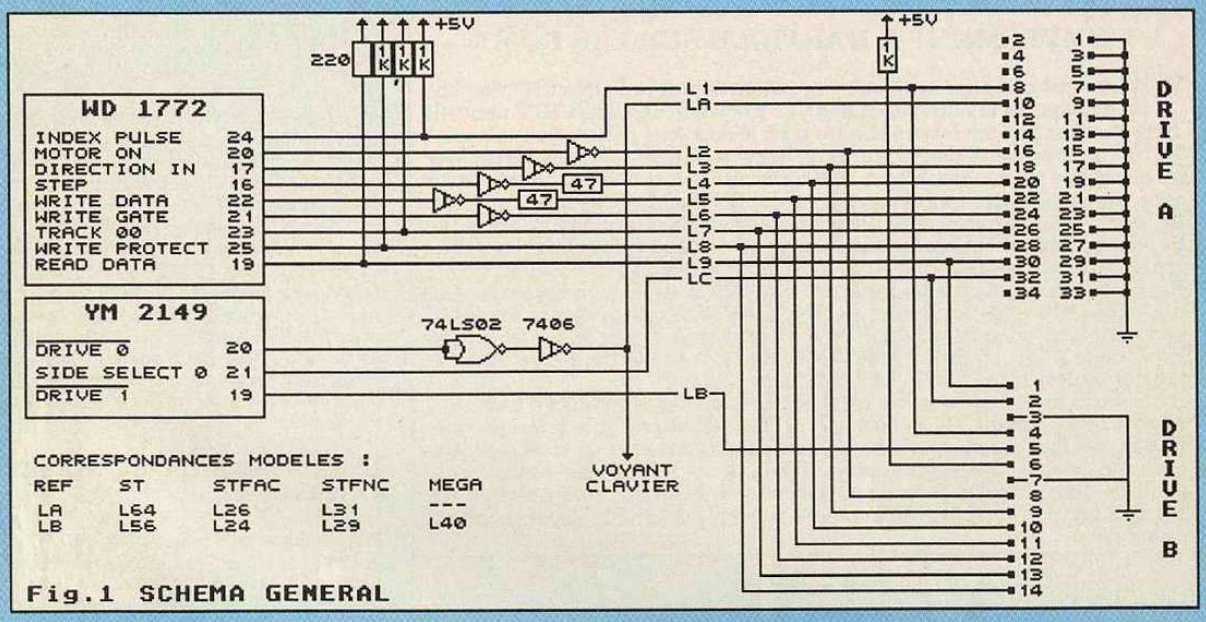
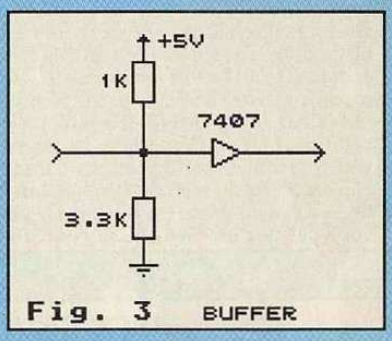

Fig.1 SCHEMA GENERAL
Fig. 3 BUFFER
Comme vous l'avez vu, le ST ne profite pas de tous ces signaux, ce qui explique qu'une simple DIN 14 ait été adoptée par Atari pour le branchement d'un lecteur B. Sur la figure 1 se trouve le schéma complet (!) de toute la connectique liée aux lecteurs des ST.
Pour le signal DS0 qui commande le lecteur interne, c'est spécial : on ne peut pas se prendre sur le filtre LA car si vous regardez un peu avant (sur la figure 1), vous voyez que le signal DS0 est divisé et distribué d'une part vers le lecteur mais aussi vers le voyant du clavier. La conséquence serait un allumage de ce dernier voyant lors du boot sur le lecteur externe (ce que fait gentiment le freeboot du commerce), ce qui n'est pas gênant mais plutôt dérangeant...
En premier lieu, il y a le signal DS1 (signal de sélection de votre lecteur externe) qui, comme vous le voyez sur la figure 1, n'est pas bufferisé à l'opposé de DS0. Sur la figure 3, vous avez le branchement idéal du buffer (le 7407 en contient 6) à placer sur votre lecteur à l'entrée de la broche correspondante (10).